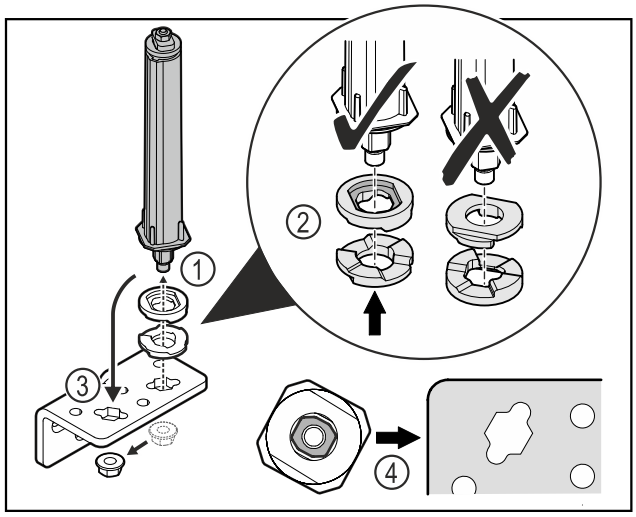

Fig. 29
- ▶ Desfaceți piulița și îndepărtați sistemul de închidere a ușii *Fig. 29 (1)*.
- ▶ Aveți în vedere alinierea corectă a șaibelor de reglaj pe înălțime *Fig. 29 (2)*.
- ▶ Mutați sistemul de închidere a ușii în colțarul balamalei și fixați cu piulița *Fig. 29 (3)*.
- ▶ La utilizare aveți în vedere alinierea corectă a sistemului de închidere a ușii *Fig. 29 (4)*.